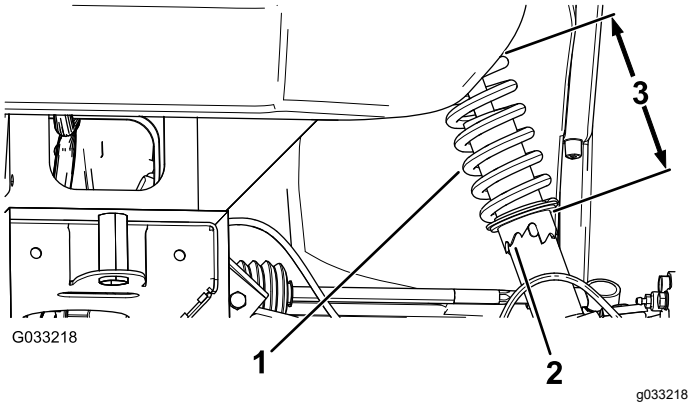

Figuur 58
1. Met het gereedschap (Toro onderdeelnr. 132-5069) draait u de kraag van de schokbreker om de lengte van de veer te veranderen (Figuur 58).